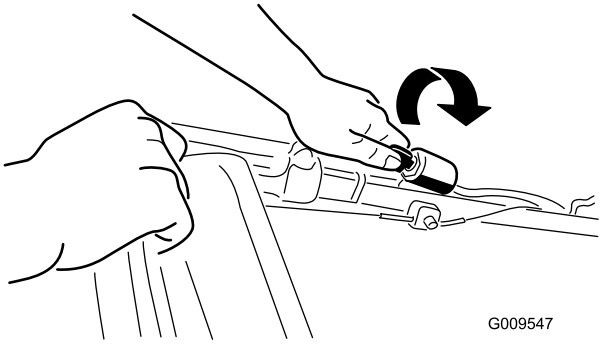
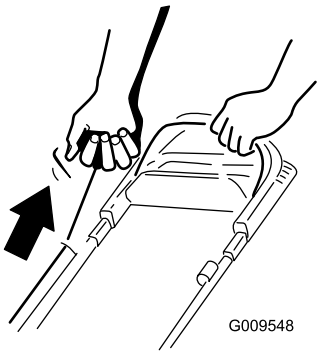

Figura 14
Figura 15
2. Gire la llave de contacto (Figura 14) (modelos de arranque eléctrico solamente) o tire del arrancador de retroceso (Figura 15).
Nota: Cuando tire del arrancador de retroceso, debe tirar suavemente hasta que note resistencia; luego tire con fuerza (Figura 15). Deje que la cuerda vuelva lentamente al manillar.